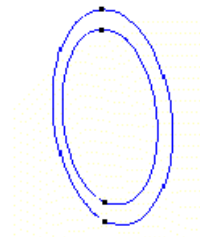

Figure 23. The combined result of the first rotation and the second rotation of –180 degrees, thus obtaining the profile of the pipe section
5. Repeat the process, this time entering an angle of –180 degrees, thus creating the profile of the pipe section with a second rotation of 180 degrees. The rotation could have been carried out in only one rotation of 360 degrees. However, in the present example, each circumference must be defined between two points (Figure 23).